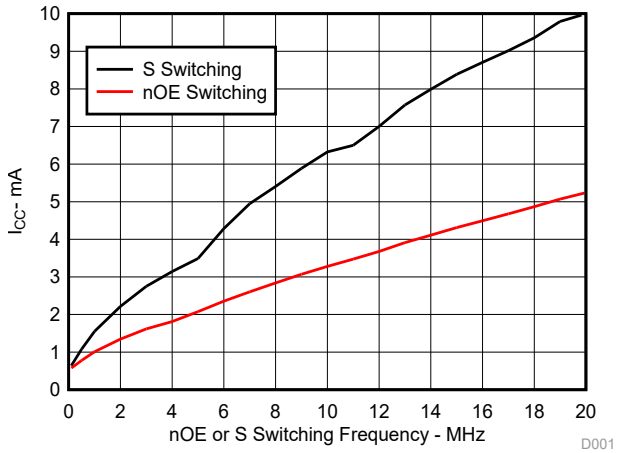

図 5-2. I_{CC} と $\overline{OE}$ または S スイッチング周波数 (標準値) との関係、V_{CC} = 3.3V、T_A = 25℃、A および B ポートはオープン
(1) V_{IN} と I_{IN} は、制御入力を指します。V_I、V_O、I_I、および I_O はデータ端子を指します。
(2) すべての標準値は、V_{CC} = 3.3V (特に記述のない限り)、T_A = 25°C における値です。
(3) I/O ポートの場合、パラメータ I_{OZ} には入力リーク電流が含まれます。
(4) これは、V_{CC} または GND ではなく、規定の TTL 電圧レベルのいずれかにおける各入力の電源電流の増加量です。
(5) このパラメータは、単一の制御入力の動作周波数に関連する動的な電源電流を指定します (図 5-2 を参照)。
(6) スイッチを流れる電流における A 端子と B 端子の間の電圧降下によって測定されます。オン状態の抵抗は、2 つの端子 (A または B) のうち、電圧が低い方によって決まります。